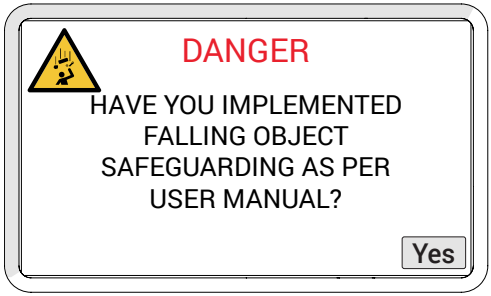

Fig. 205 - Falling object warning
6. A second warning message *(Fig. 205)* will display requesting assurance that a No Entry Fall Zone has been established *(see "No Entry Fall Zone" on page 31)* and tether requirements are met *(see "Tether Requirements and Attachment" on page 32)*. Acknowledge this warning by touching **Yes**.